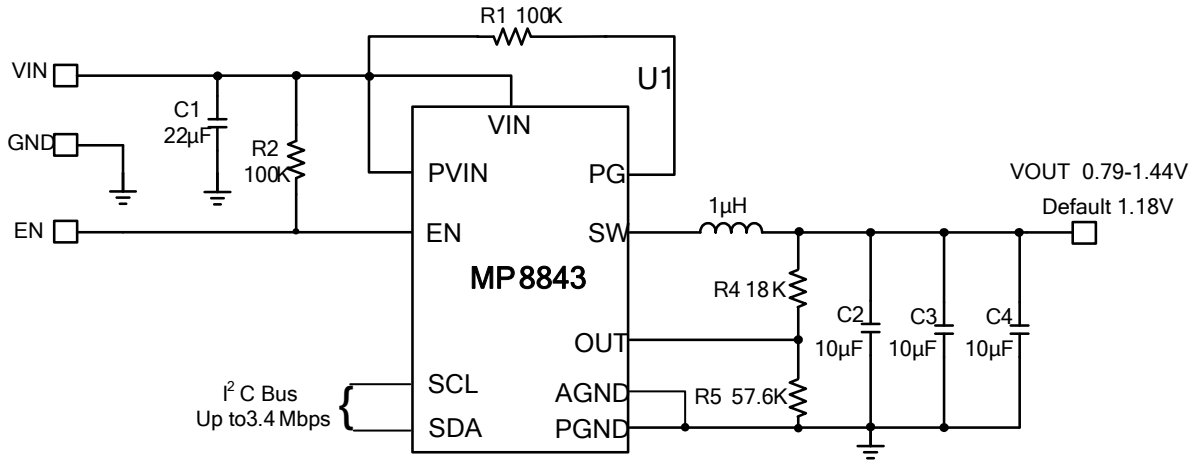

Figure 7: V_{OUT} Range Extended by External Feedback Resistor Network
The output voltage is determined by the external feedback resistor networks (R4 and R5) and the internal reference voltage (REF) (see Figure 7). The internal reference is controlled by the I²C and the initial V_{REF} is 0.9V. V_{OUT_REAL} and V_{STEP_REAL} can be calculated with Equation (2) and Equation (3):